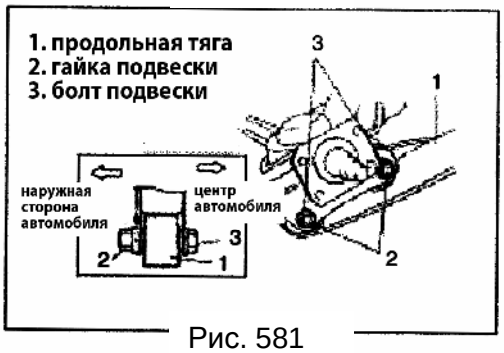

Рис. 581
1) Установите домкрат под задний мост. Затем установите продольный рычаг (слева и справа), болты при этом не затягивайте (Рис. 581).